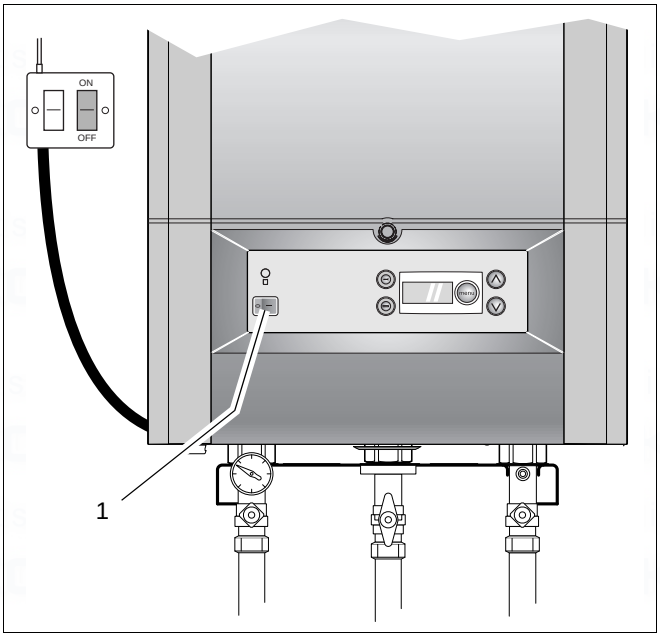

fig. 24 DBA
Connection must be made in a way that allows complete isolation of the electrical supply such as a double pole switch having 3 mm contact separation in both poles, or by a three pin connector, serving only the boiler and system controls. This boiler is equipped with a double pole switch see fig. 24, item 1. The means of isolation must be accessible to the user after installation.
- Connect the black pre-wired lead to a permanent live supply (from the same fused isolator as all other controls on the heating system), L N E (fig. 24).